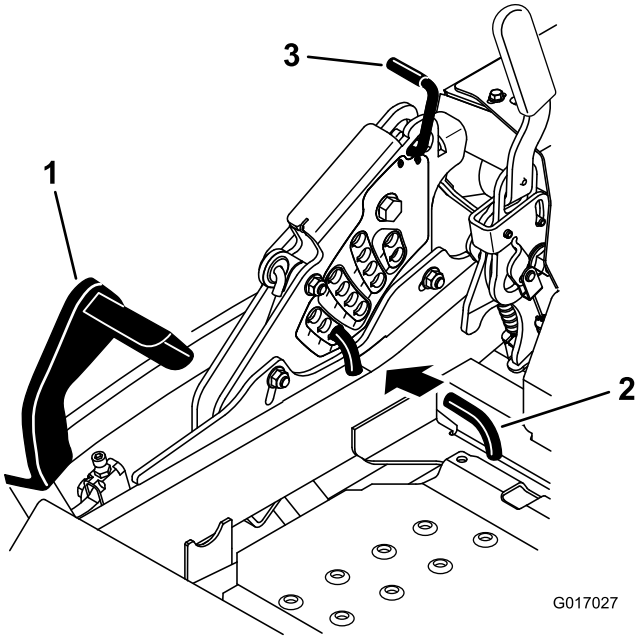

**Figur 85**
5. Skub pedalen til skjoldløft hele vejen frem, hvorefter skjoldet låses i transportpositionen på 14 cm (Figur 85).